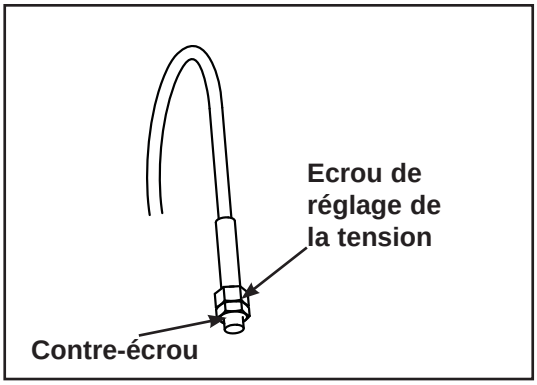

Figure 6
1. ***Réglage à contre-écrou -*** Ce type de réglage utilise un contre-écrou et un écrou de réglage de la tension à l'extrémité du coinceur mécanique flexible et constitue le réglage principal. L'autre extrémité de câble comprend généralement un réglage à goupille cylindrique. Reportez-vous aux figures 6 et 7.